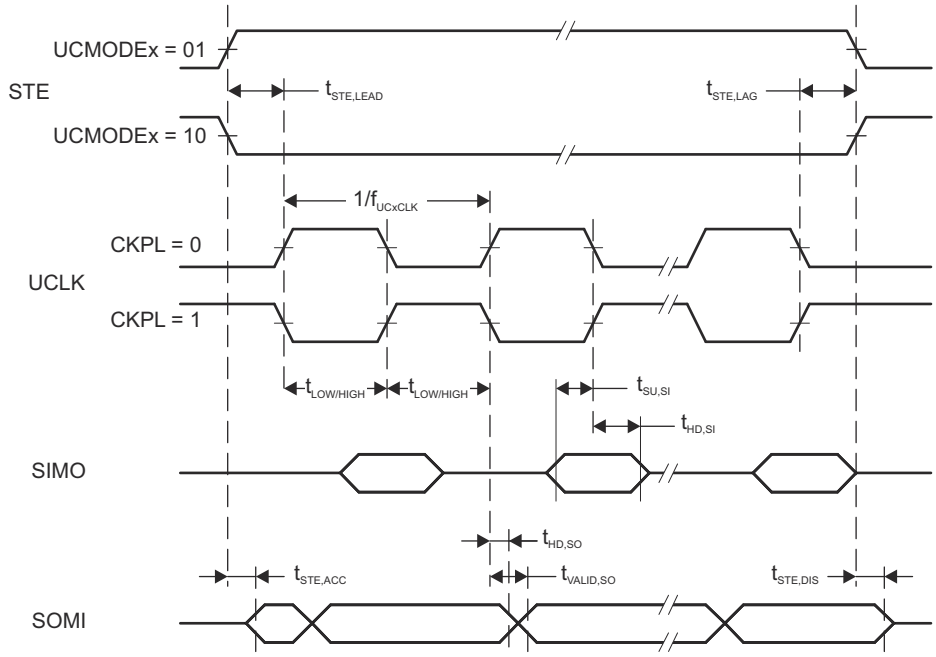
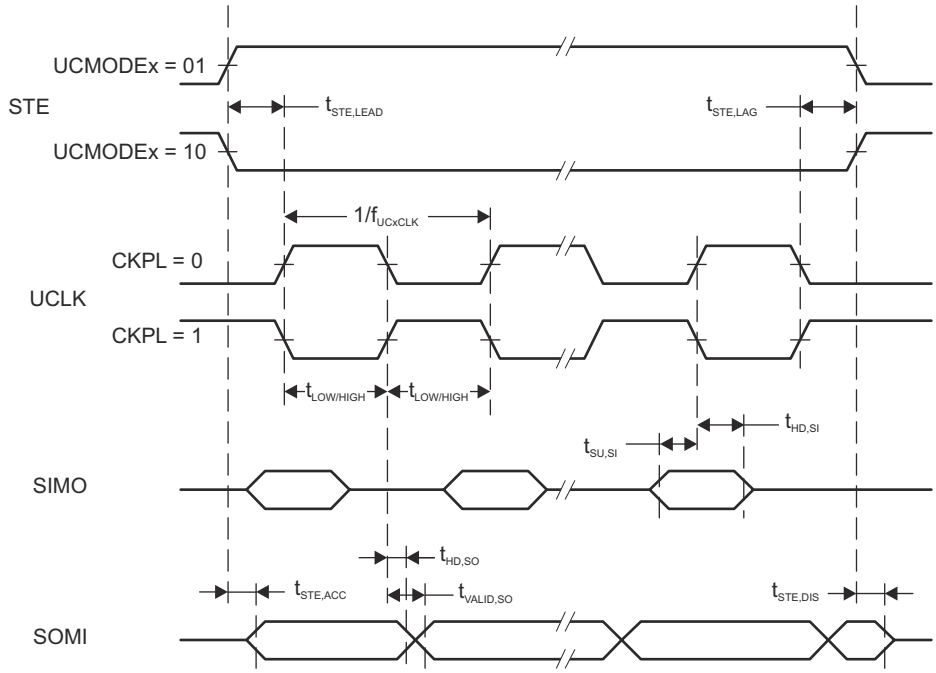

Figure 8-15. SPI Slave Mode, CKPH = 0
Figure 8-16. SPI Slave Mode, CKPH = 1
(2) Specifies the time to drive the next valid data to the SOMI output after the output changing UCLK clock edge. See the timing diagrams in Figure 8-15 and Figure 8-16.
(3) Specifies how long data on the SOMI output is valid after the output changing UCLK clock edge. See the timing diagrams in Figure 8-15 and Figure 8-16.